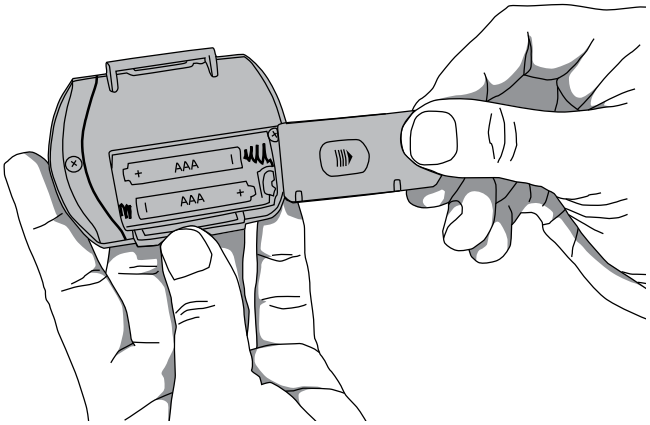

Afbeelding 4: Het batterijklepje verwijderen
1. Open de batterijruimte door het batterijklepje van de achterkant van het hulpmiddel af te schuiven (Afbeelding 4).